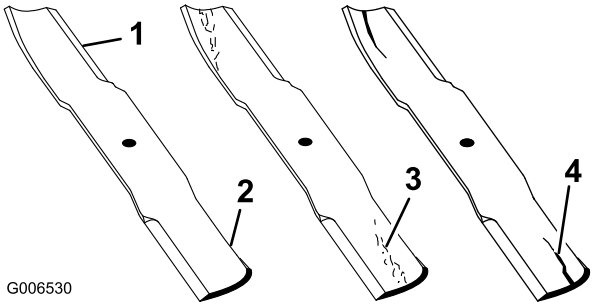

**Figure 89**
1. Inspect the cutting edges (Figure 89). If the edges are not sharp or have nicks, remove and sharpen the blades. Refer to Servicing the Cutting Blades (page 54).
2. Inspect the blades, especially the curved area (Figure 89). If you notice any damage, wear, or a slot forming in this area (Figure 89), immediately install a new blade.